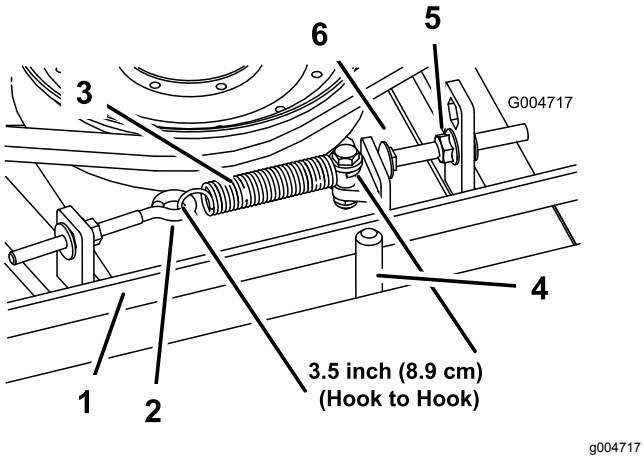

Figuur 94
Als de juiste spanning verkregen is, moet de binnenmeting van de trekveer (haak tot haak) ongeveer 8,3 cm tot 9,5 cm bedragen. Als de veer de juiste spanning heeft, moet u de aanslagbout (slotbout) afstellen totdat de afstand tussen de kop van de bout en de arm van de spanpoelie ongeveer 2 tot 5 mm is (Figuur 94).
Opmerking: Plaats de riem aan de kant van de riemgeleider die naar de veer is gekeerd (Figuur 94).
2. Draai de oogbout los om de trekveer te kunnen verwijderen (Figuur 94).
3. Maak de flensmoer los waarmee de aanslagbout aan het lipje is bevestigd en trek de spanpoelie weg van de riem om de riem te ontspannen (Figuur 94).
9. Bevestig de trekveer (Figuur 94) aan de oogbout en span de riem als volgt: